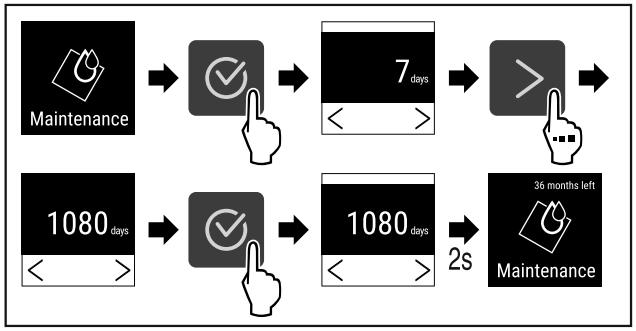

Fig. 79
▶ Suivre les étapes (voir Fig. 79) .